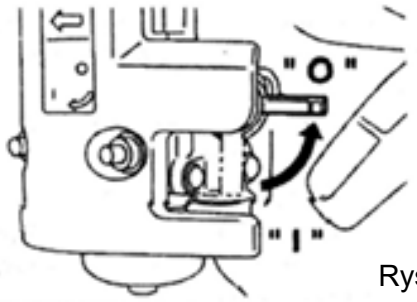

Rys. 13
3. Zamknąć zawór paliwa. (Rys. 13)